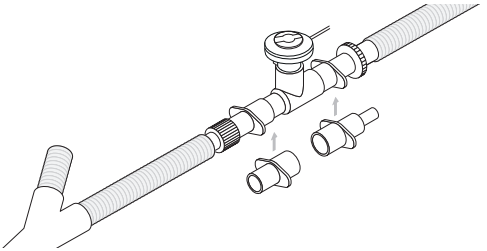
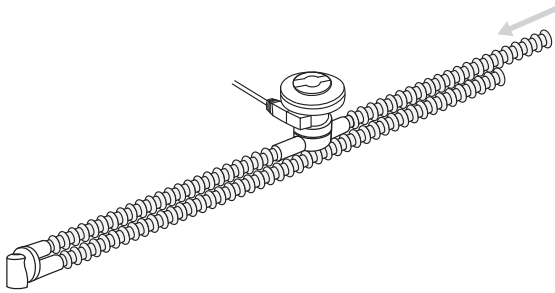

Figure 7. Connecting to a paediatric breathing circuit
Figure 8. Connecting to a neonatal breathing circuit using neonate T-piece
2. For **paediatric breathing circuits**, connect the nebuliser with the paediatric T-piece into the inspiratory limb of the breathing circuit before the patient Y (Figure 7).
1. For **neonatal breathing circuits**, connect the nebuliser with the paediatric T-piece and the neonate adapters approximately 30 cm (12 in.) back from the patient Y (Figure 7). Alternatively connect the nebuliser with the Neonate T-piece 30 cm (12 in.) back from the patient Y (Figure 8).